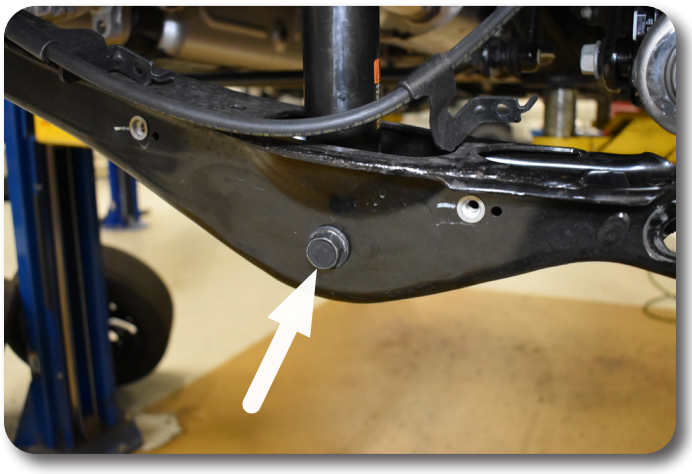

Figure 15
18. Swing up the lower arm and connect the lower strut eye to the lower arm using the factory hardware. Snug but do not torque until the vehicle is on the ground. Torque 85 lb ft. Figure 15